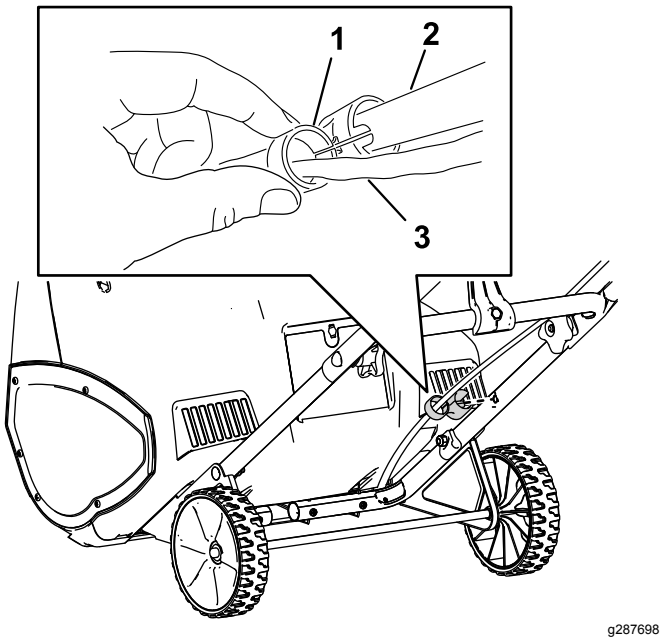

Figuur 2
4. Bevestig de snoergeleider aan de handgreep (Figuur 2).